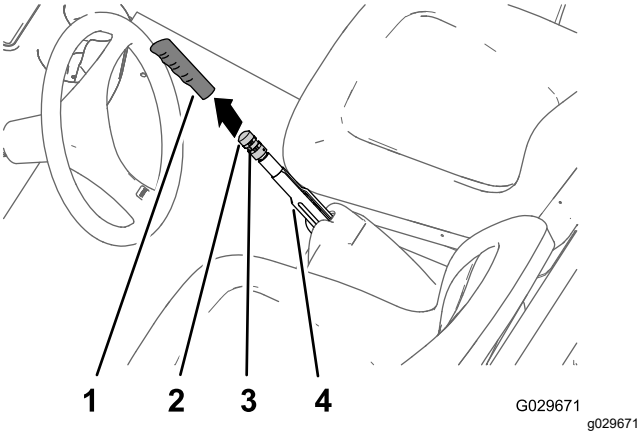

**Figur 65**
1. Fjern håndtaket fra parkeringsbremsespaken (Figur 65).
2. Løsne setteskruen som fester bremsejusteringsknotten til parkeringsbremsespaken (Figur 65).
3. Drei bremsejusteringsknotten til du oppnår en kraft på 133 til 156 N for å ta i bruk parkeringsbremsspaken (Figur 65).
4. Stram til setteskruen, og monter håndtaket (Figur 65).
2. Løsne setteskruen (Figur 65) som fester bremsejusteringsknotten til parkeringsbremsespaken, koble fra parkeringsbremsen og løsne bremsejusteringsknotten.
5. Drei bremsejusteringsknotten (Figur 65) til du oppnår en kraft på 133 til 156 N, som kreves for å ta i bruk parkeringsbremsspaken.
C. Drei bremsejusteringsknotten (Figur 65) til du oppnår en kraft på 133 til 156 N, som kreves for å ta i bruk parkeringsbremsspaken.
- Stram setteskruen, og monter håndtaket (Figur 65).